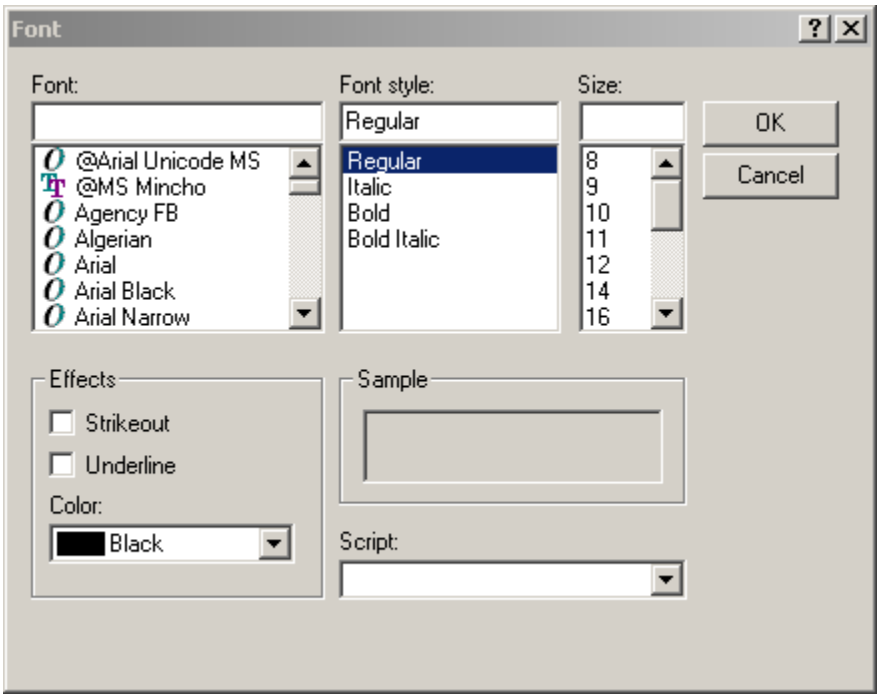

Figure 8.20-14 Font standard dialog window
6. Change object's additional data in the field Commentary when necessary(Figure 8.20-14)
7. To save the changes click «OK» (Figure 8.20-14)
10. In the opened dialog window set the required font parameters (Figure 8.20-14)
11. Click Ok to save the changes (Figure 8.20-14)